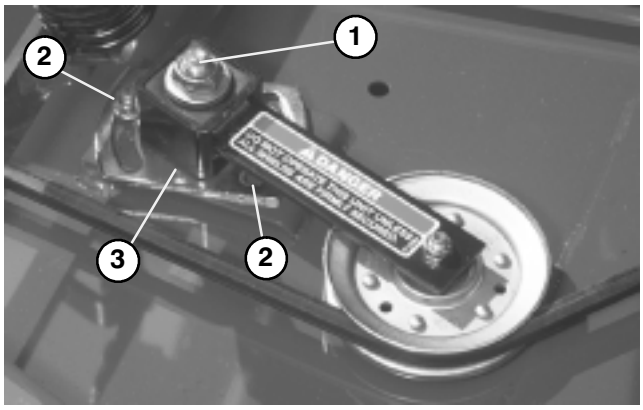

Figure 37
ADJUSTING IDLER PULLEY (Fig. 37)
3. Loosen two nuts securing idler plate in place. Using a socket and torque wrench, tighten the idler adjusting nut to 40–50 ft–lb. (Fig. 37).